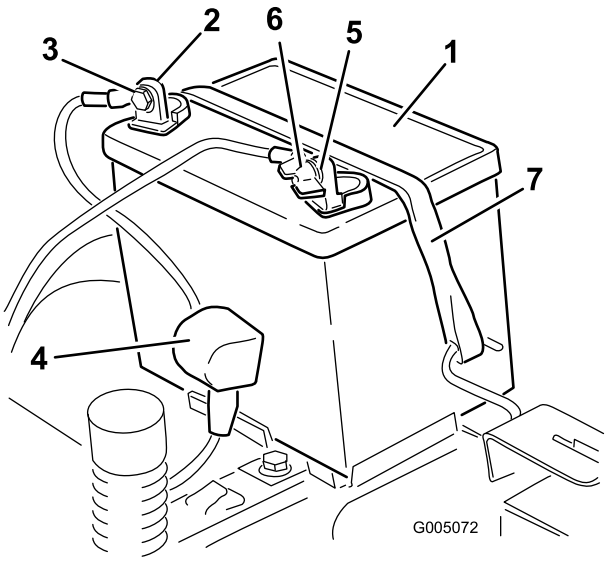

Figur 44
4. Lossa den jordade minuskabeln (svart) från batteripolen (Figur 44).
6. Lossa pluskabeln (röd) från batteripolen (Figur 44).
7. Ta bort batteriets låsfäste (Figur 44) och lyft ut batteriet ur batterilådan.
1. Placera batteriet i lådan (Figur 44).
5. Fäst batteriet med låsfästet (Figur 44).